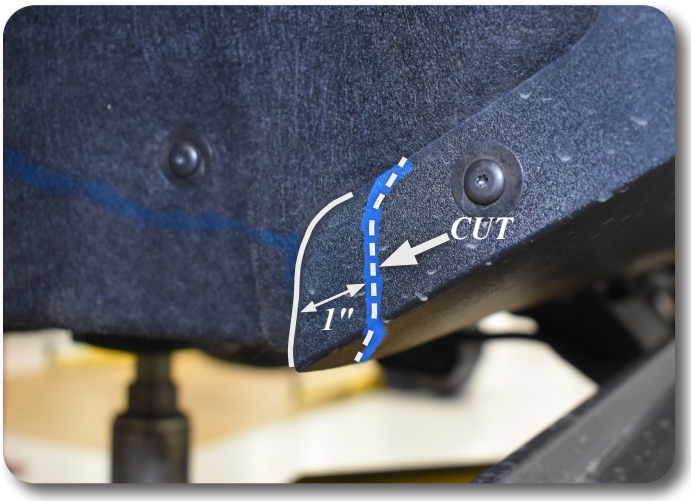

Figure 26
2. Mark the rocker panel, rock guard for trimming following the OE contour, offset the rocker panel rock guard edge 1" as shown in Figure 26